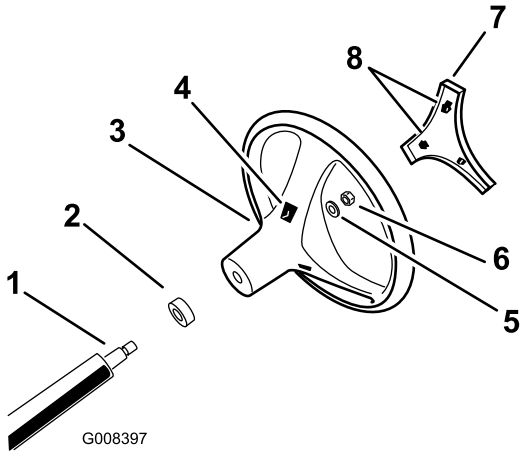

Figur 3
4. Fastgør rattet til akslen med låsemøtrikken (Figur 3). Spænd låsemøtrikken til 24 til 29 N·m
5. Ret tapperne i dækslet ind efter hullerne i rattet, og tryk dækslet fast på rattets nav (Figur 3).